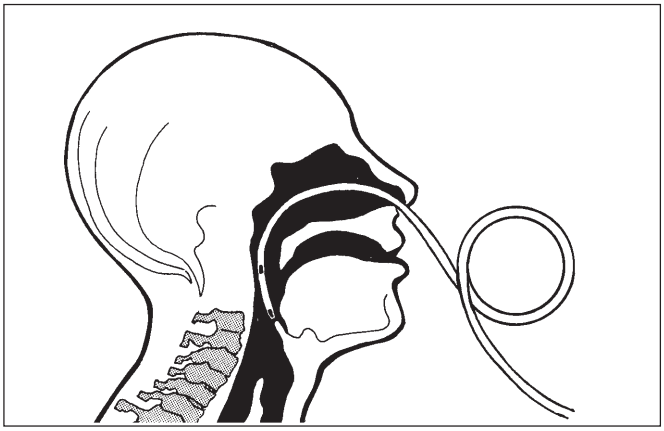

Bild 10.3-6. Einführen des Katheters
- Schieben Sie den Katheter durch den unteren Nasengang langsam vor, bis er an der Pharynxhinterwand nach unten abgleitet (Bild 10.3-6).
- Bilden Sie eine nach oben zeigende Schleife (Bild 10.3-6).